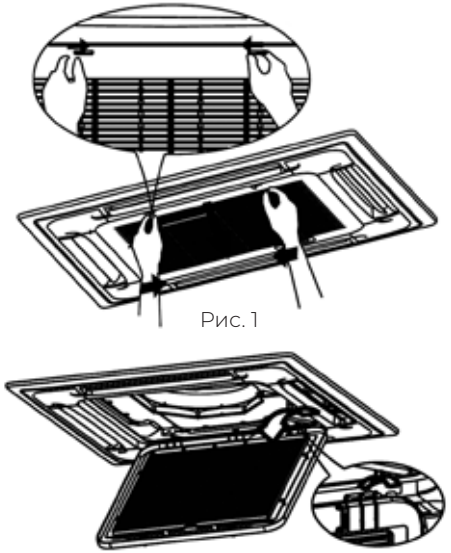

Рис. 1
1. Откройте решетку воздухозабора сдвинув фиксаторы друг к другу. Потяните решетку вниз (Рис. 1).